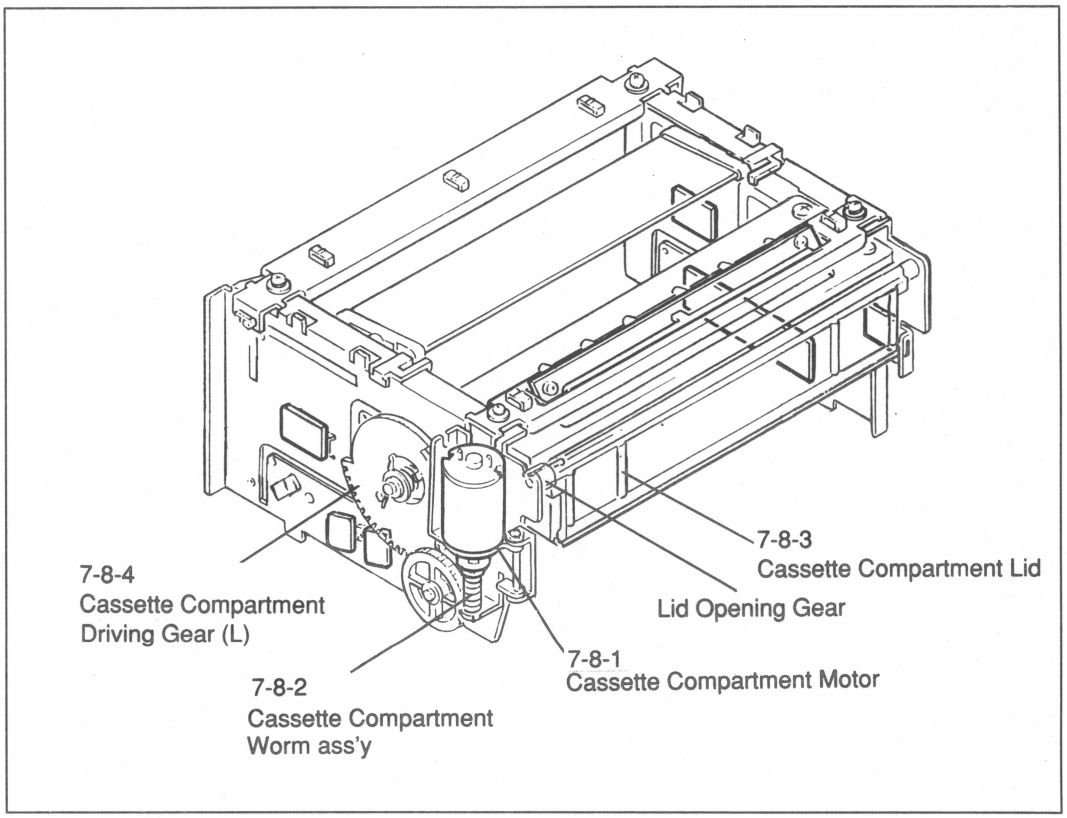

Fig. 7-8-1 Cassette Compartment Motor Replacement
A. The replacement procedures of the component part of the cassette compartment are explained as the following section. (Refer to Fig. 7-8-1.)